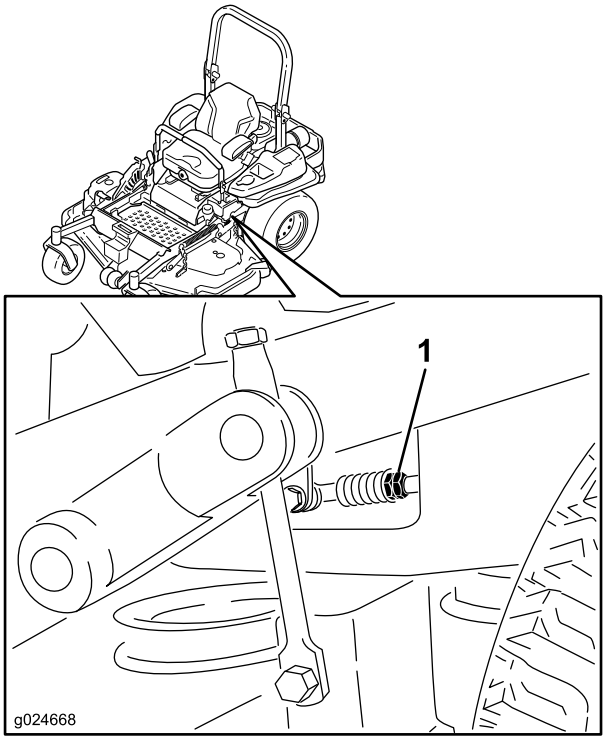

Figur 76
8. Juster lengden på pumpestangen ved å vri på de doble mutrene på stangen i den aktuelle retningen til hjulene kryper noe i revers (Figur 76).